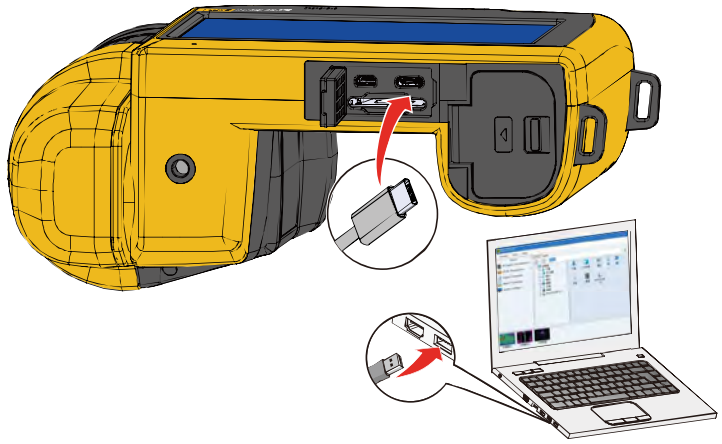

Figure 33. Live Video Streaming Connection
2. Use the Type-C USB cable provided with the Product, connect the Imager to a PC by plugging the Type-C end into the Type-C interface on the bottom of the Imager and the Type-A end into the PC, as shown in *Figure 33*.